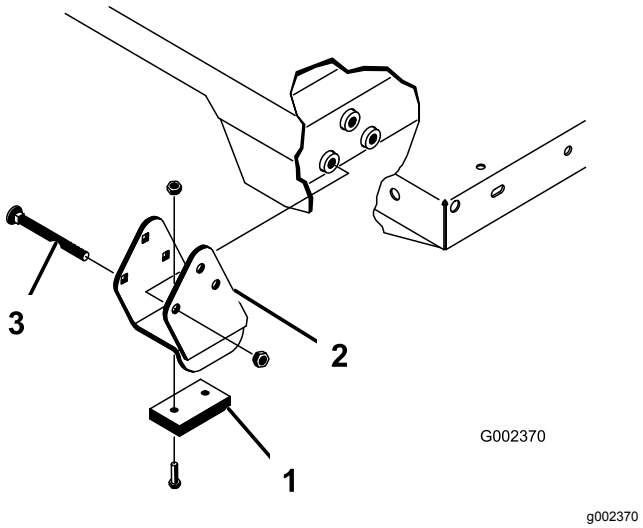

Figur 32
Sørg for, at afstandsbøsningens beslag og slidblokkene (Figur 32) er monteret med bræddeboltenes hoveder placeret inden i maskinen.
2. Anbring forsigtigt ladet på maskinstellet, anbring hullerne i ladets bageste drejeplade på linje med hullerne i den bageste stelkanal, og monter de 2 gaffelbolte og ringstifter (Figur 32).
4. Sæt gaffelbolten på fra ladets yderside med ringstiften rettet udad (Figur 32).